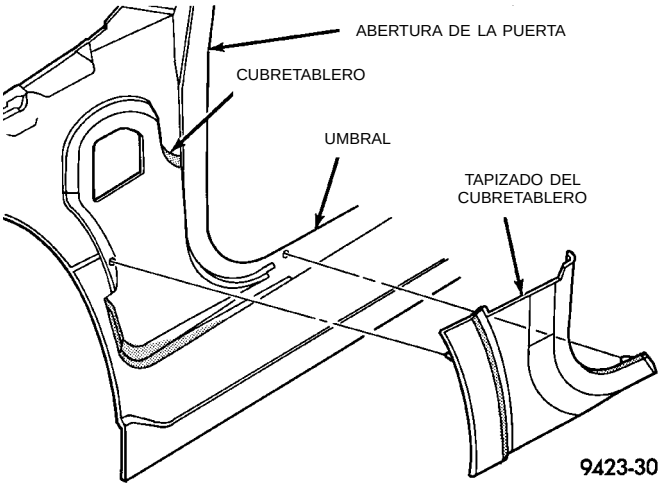

Fig. 57 Tapizado del cubretablero lateral
(2) Separe el tapizado del cubretablero del vehículo (Fig. 57).